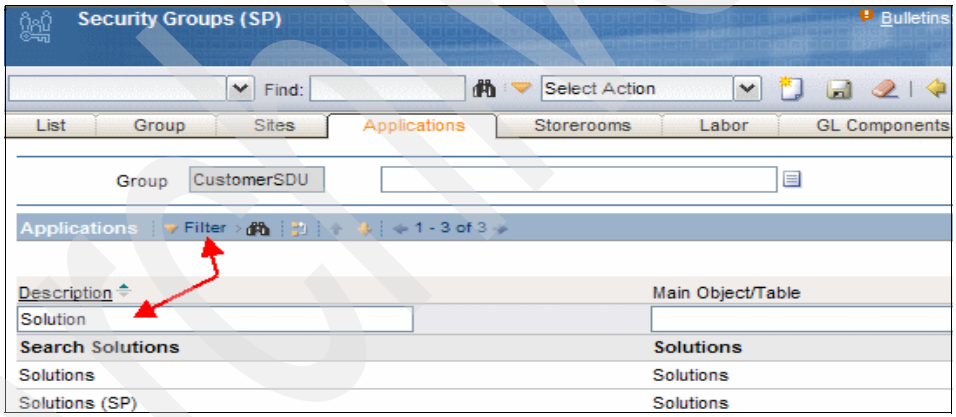

Figure 13-9 Solution
5. Filter the application by Solution. Three applications will appear, as shown in Figure 13-9.
In Figure 13-9, you can see the word Solution in the filter text box and the three applications listed: Search Solution, Solutions, and Solution (SP).